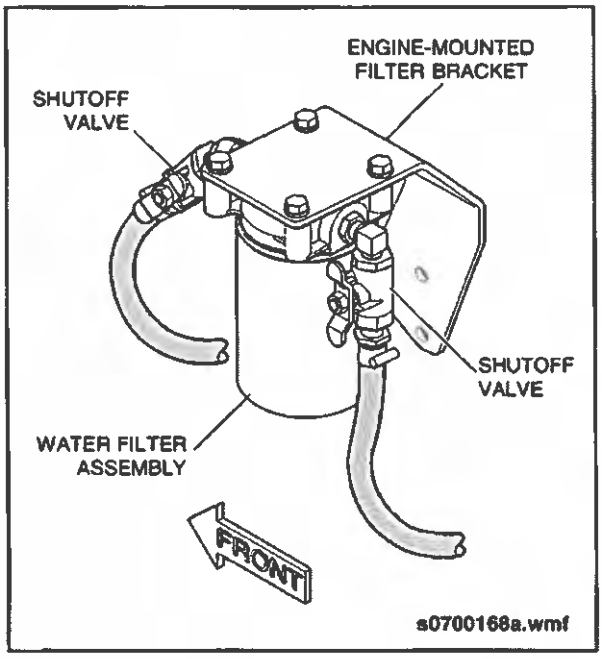

Fig. PM-26: Coolant Filter
1. Close the coolant filter inlet and outlet valves. See "Fig. PM-26: Coolant Filter" on page 52.